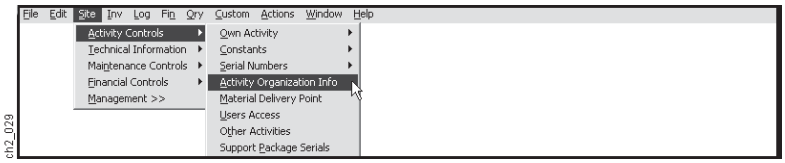

Figure 2-40
(3) **Step 3.** On the Activity Controls Submenu above (Figure 2-40), select the Activity Organization Information Option.